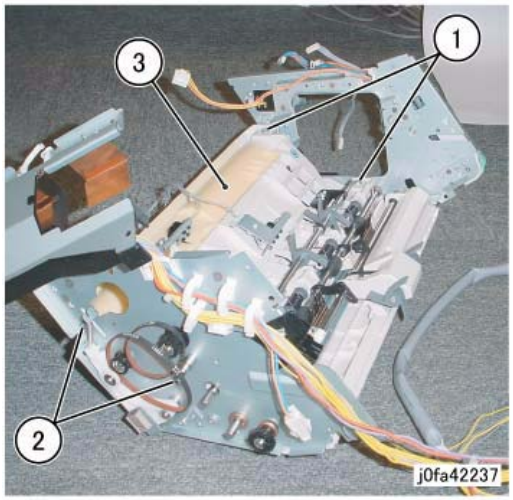

Figure 6 Removing the Entrance Lower Chute Assembly
11. Remove the Entrance Lower Chute Assembly (Figure 6):